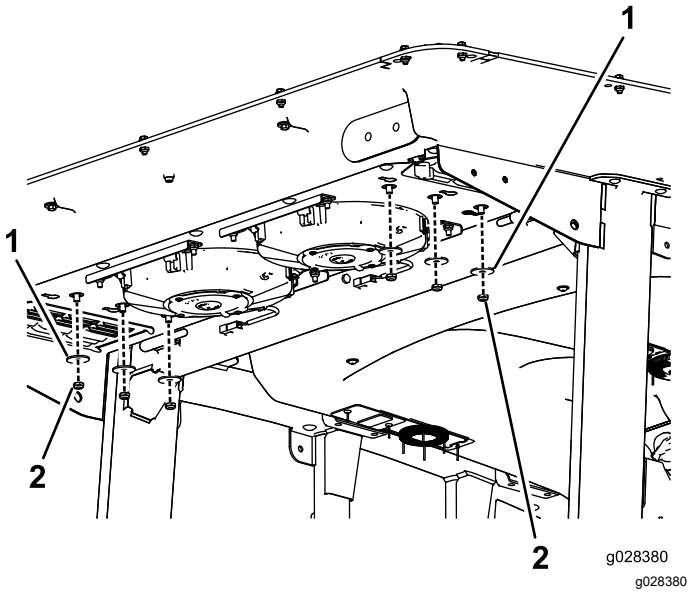

Figur 137
2. Ta bort de sex muttrarna och brickorna i hyttens bakre nedre del (Figur 137).